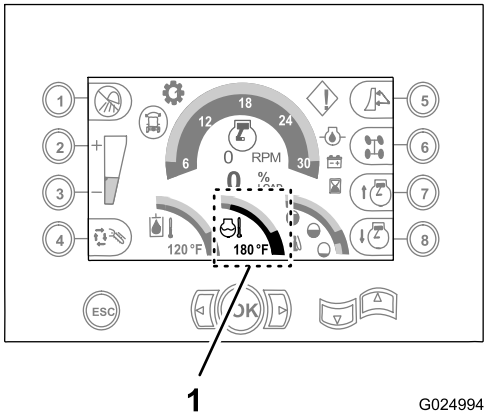

Rysunek 102
C. Uruchom silnik na 5 minut lub do momentu wskazania na wyświetlaczu centrum sterowania temperatury chłodziwa 82°C (180°F), następnie zatrzymaj silnik (Rysunek 102).